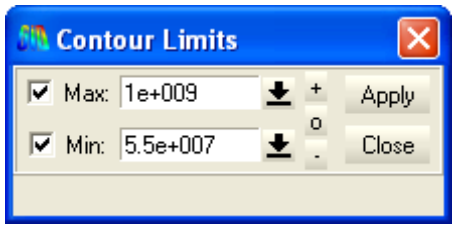

*Figure 30. The **Contour Limits** window*
7. Choose **Options→Contour→Define Limits**[8]. The **Contour Limits** window appears (Figure 30). Enter 1e9 in the box labelled **Max** and 5.5e7 as the **Min** value, then click **Apply**. The resulting visualization is shown in Figure 32.